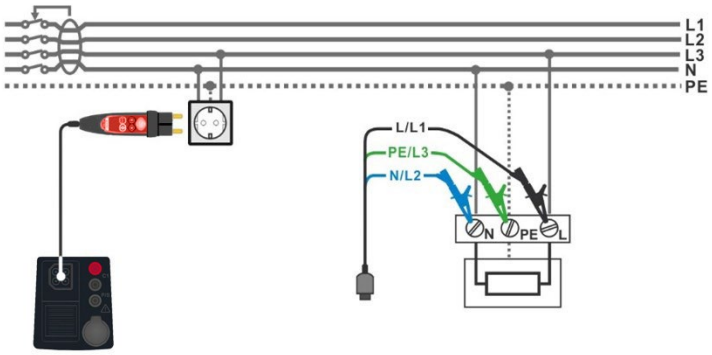

Abbildung 7.25: Anschluss des Commander-Prüfsteckers und der 3-Leiter-Prüfleitung
- Schließen Sie die 3-Leiter-Prüfleitung oder den Commander-Prüfstecker am Prüfobjekt an, siehe ***Abbildung 7.25.***
- Schließen Sie die 3-Leiter-Leitung oder den Commander Prüfstecker am Prüfobjekt an, siehe ***Abbildung 7.25.***
- Schließen Sie die 3-Leiter-Prüfleitung oder den Commander-Prüfstecker am Prüfobjekt an, siehe ***Abbildung 7.25***
› Schließen Sie die 3-Leiter-Prüfleitung oder den Commander Prüfstecker am Prüfobjekt an, siehe ***Abbildung 7.25***.